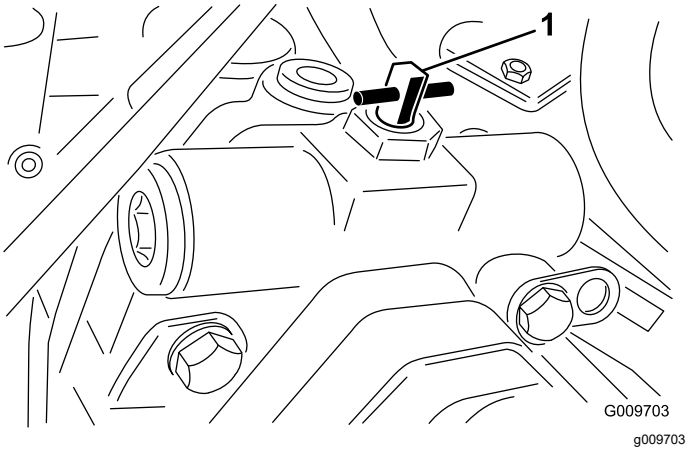

Figuur 77
3. Draai de omloopklep 90° (een kwartslag), naar links of naar rechts, om deze te openen en de vloeistof intern te laten stromen (Figuur 77).
2. Draai de omloopklep 90° (een kwartslag), naar links of naar rechts, om deze te openen en de vloeistof intern te laten stromen (Figuur 77).